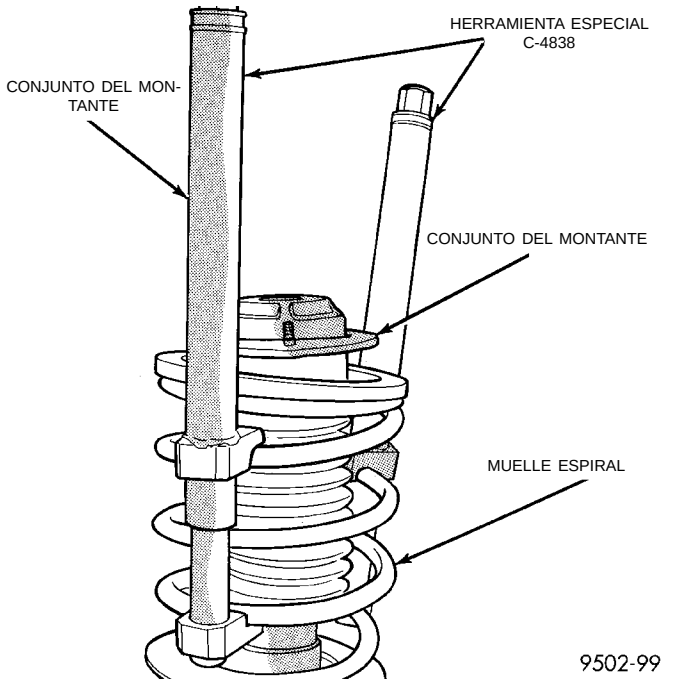

Fig. 60 Compresión del muelle espiral del conjunto del montante
MUELLE Y LA SEGUNDA VUELTA DEL MUELLE. (Fig. 60).
(3) Comprima el muelle espiral del conjunto del montante con el Compresor de muelles, Herramienta especial C-4838 (Fig. 60).